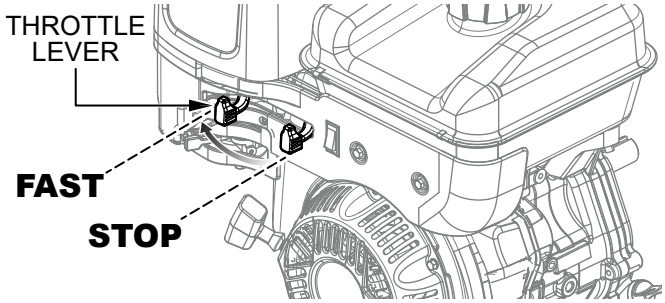

Figure 38. Engine Throttle Lever (FAST)
3. Make sure the engine throttle lever (Figure 38) is in the **FAST** position.